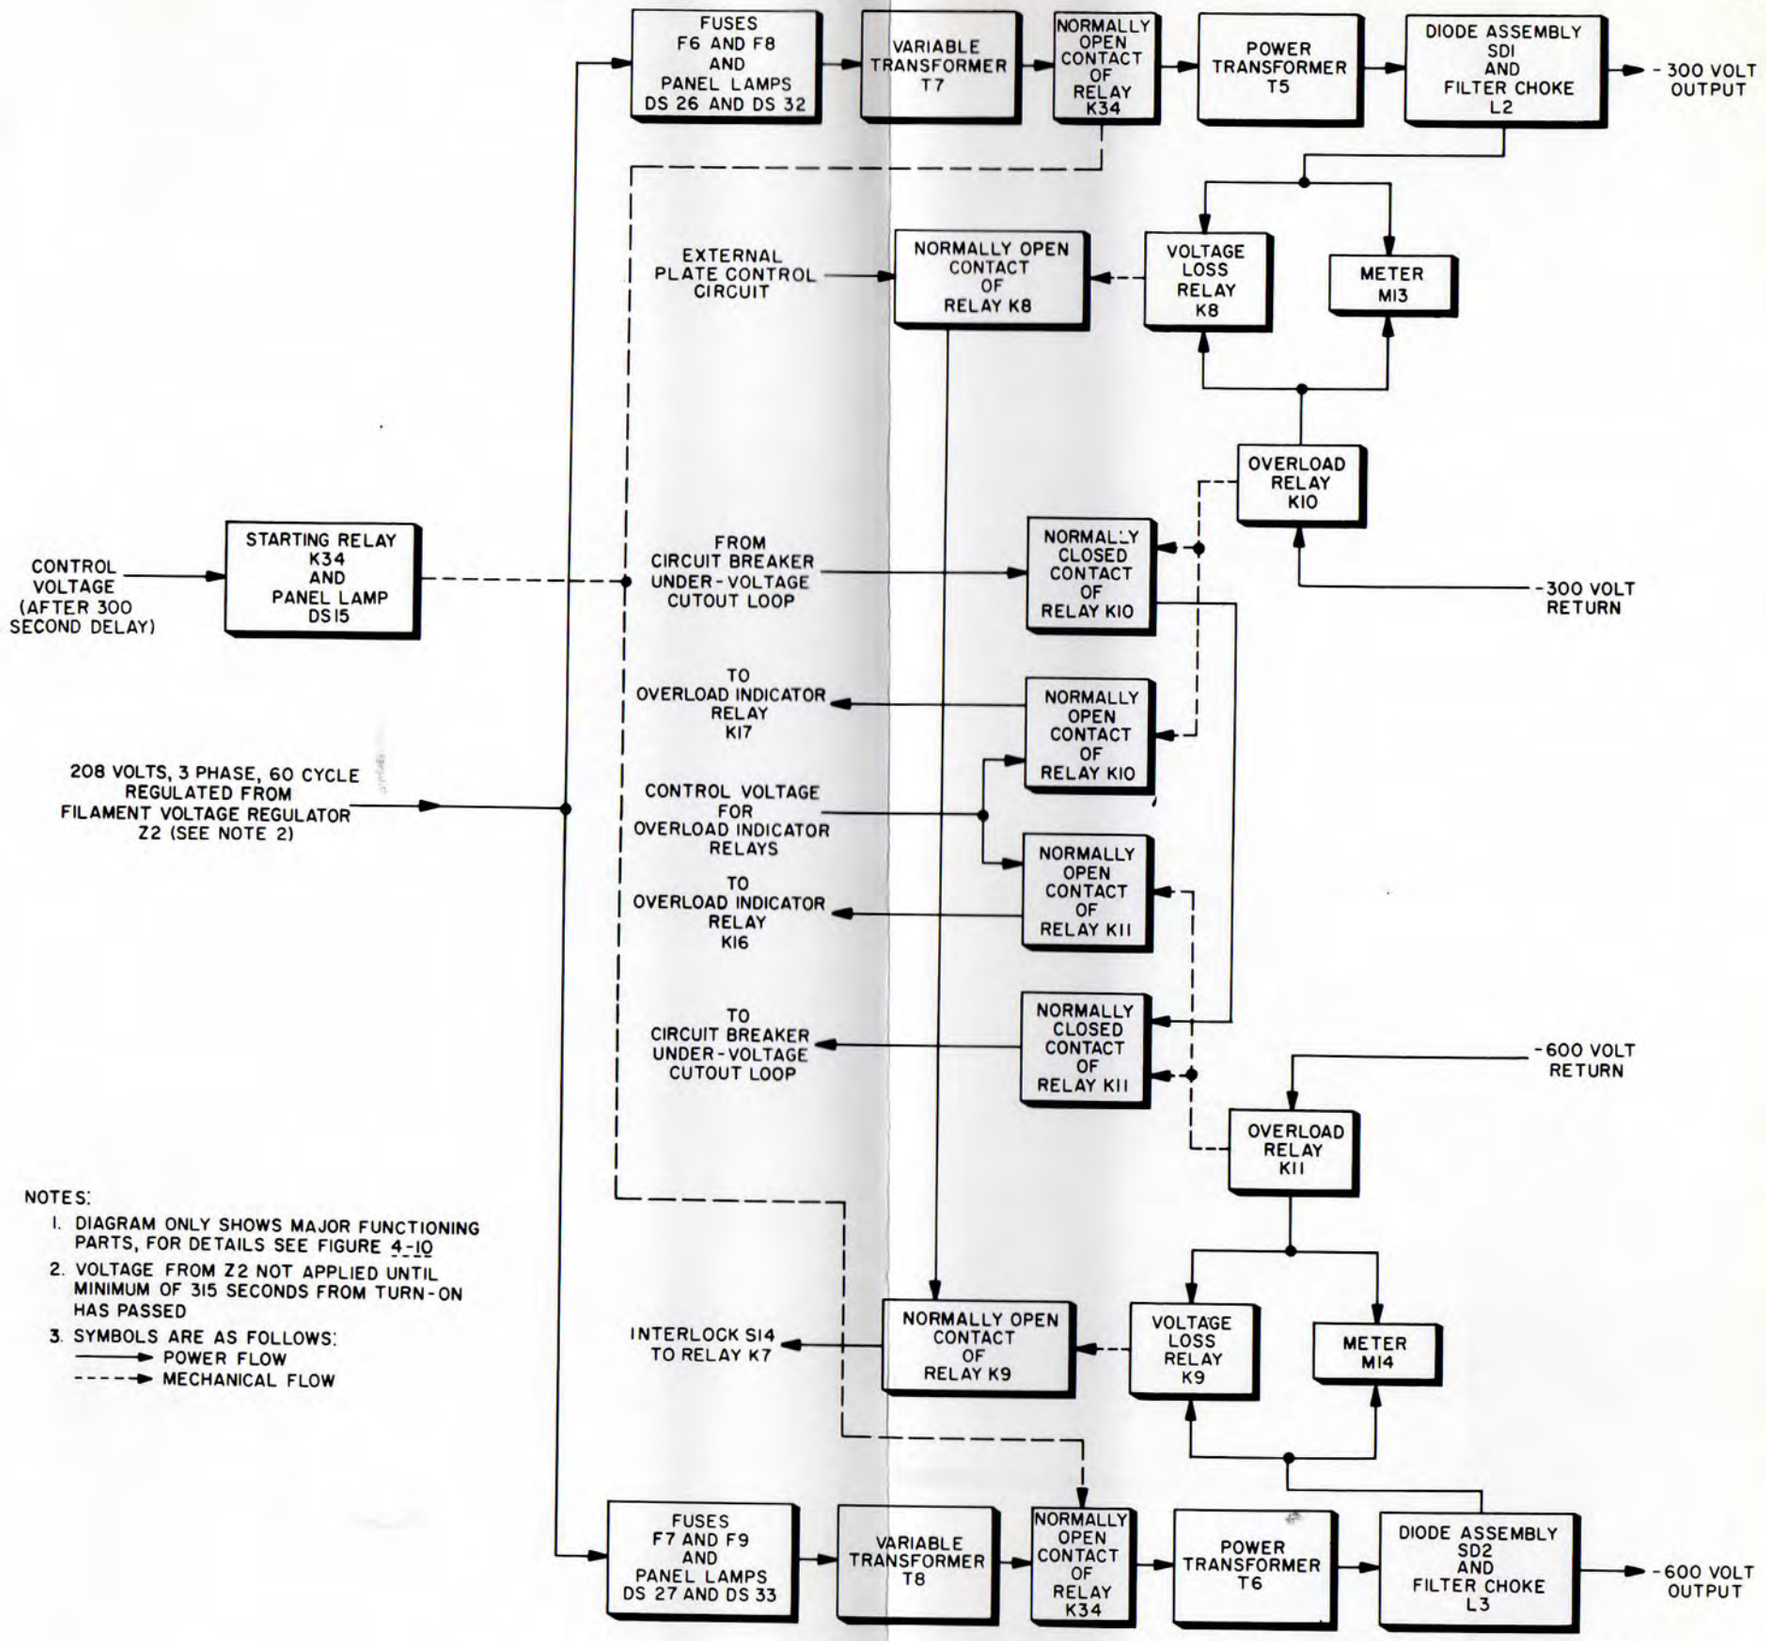

Figure 4-9. Bias Voltage Output Circuits, Block Diagram
b. CIRCUIT ANALYSIS (figures 4-9 and 4-10). - Upon the completion of the filament warm-up cycle (paragraph 4-7b.), control voltage is applied to the actuating coil of starting relay K34 and BIAS ON indicator DS15. The energizing of K34 closes its normally open contacts. The voltage-regulated output of filament voltage regulator Z2 is applied to those fuses, associated indicators, and variable transformers connected to each bias voltage circuit. Each indicator (DS26, DS32, DS27, and DS33) is connected in parallel with its related fuse.